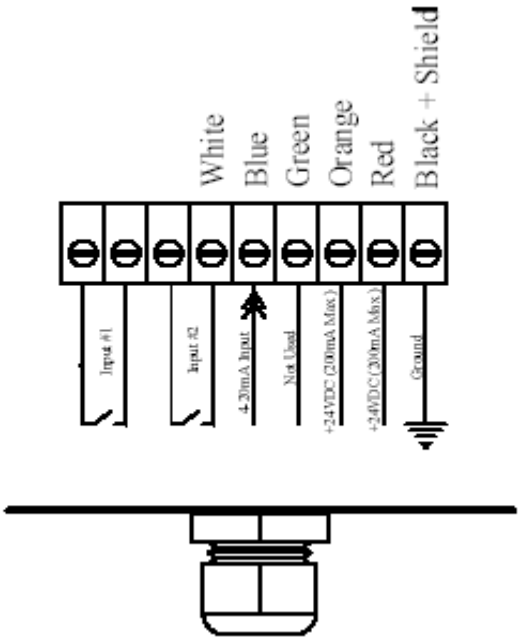

Figure 7.8
7.8.1 Install the PE bulkhead fitting per section 6.1 for sensors with male pipe threads. Install the sensor into the fitting with Teflon® pipe sealant. Remove the display unit box cover. Attach the display unit to the PE mounting plates provided on the tank with 4 ea. #10 S.S. Self-tapping screws. Attach the sensor cable to the control box with small strain relief and connect wires per label in the box. Please see Figure 7.8 below for sensor wire attachment information. Attach the unit to 110 VAC and test unit. The display unit is preprogrammed for the tank ordered. The display with show hundreds of gallons (display x 100 = gallons). Refer to literature shipped with unit to answer any additional questions.